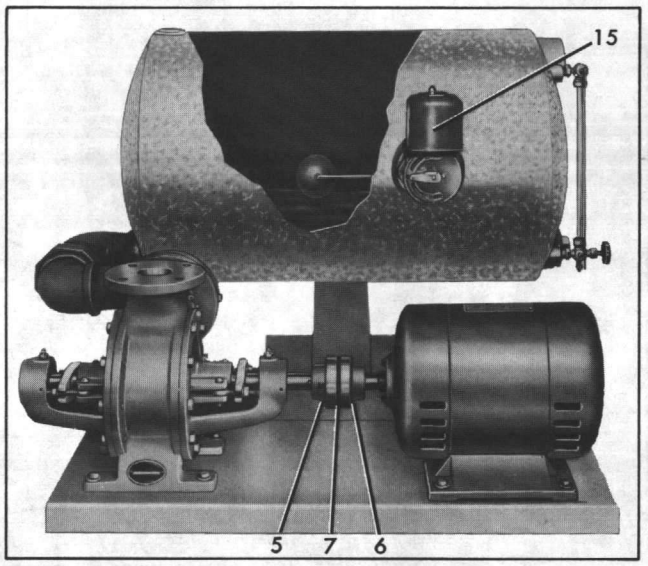

Figure 1. Model 211 (Simplex) Condensate Unit
Your Aurora unit may be disassembled using figures 1 thru 3 along with the text. Although complete disassembly is covered, it will seldom be necessary to completely disassemble your Aurora unit.
c. Then unthread street elbow (4) from receiver.
5. Loosen flexible coupling halves (5 and 6) by unthreading their setscrews, then slide halves back on pump shaft and free insert (7). (See figure 1.)
6. Remove bolts (8) and washers (9) to lift or hoist pump (10) from baseplate (11).
7. Unthread bolts (12) and washers (13) to free motor (14) from baseplate (11) only if motor is to be repaired.
8. Remove float switch (15, figure 1) or alternator (16) by unthreading it from receiver (17). Plug can be removed, if necessary, from pipe tap on opposite side.
a. Remove two protector rods (18).
(Refer to figures 1 and 2)